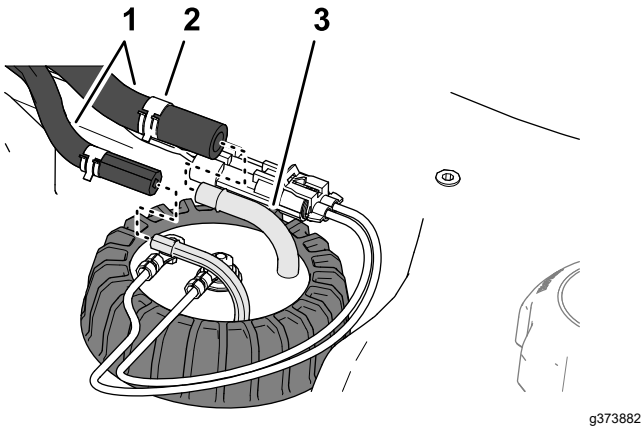

Figur 93
5. Montera slangen på kopplingarna till bränslesändaren och fäst slangarna på kopplingarna med klämmorna (Figur 93).